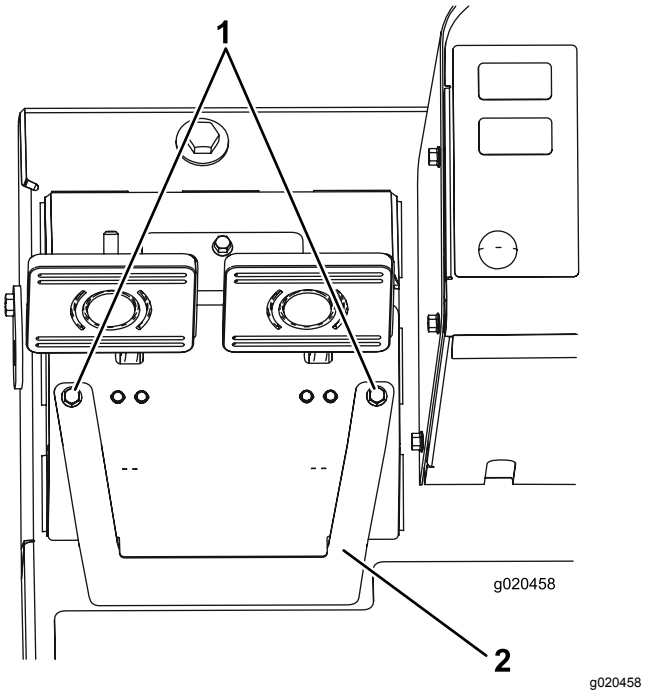

Figur 93
A. Lossa de två monteringsskruvarna och ta bort bromsjusteringslocket (Figur 93).